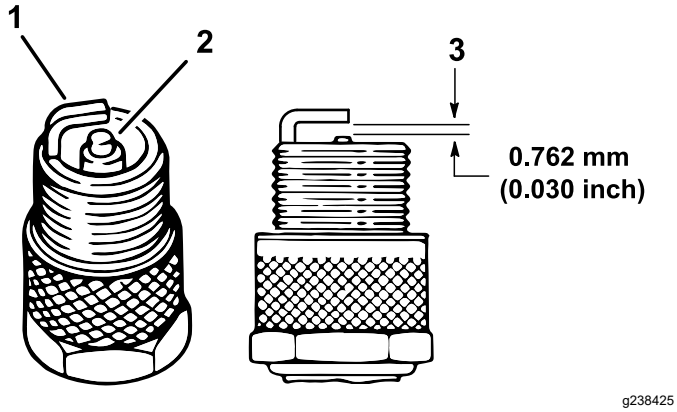

Figuur 40
4. Controleer de staat van de massa-elektrode, de centrale elektrode en de isolator van de centrale elektrode op beschadigingen (Figuur 40).
5. Zorg ervoor dat de elektrodenafstand tussen de centrale elektrode en de massa-elektrode 0,76 mm bedraagt; zie Figuur 40.